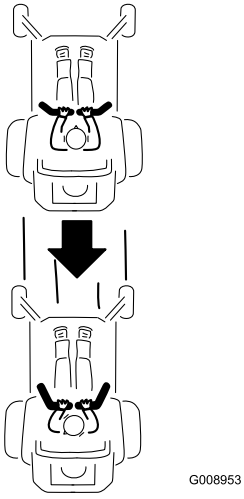

Figura 15
2. Para recuar, olhe para trás de si e para baixo, enquanto lentamente puxa as alavancas de controlo do movimento para trás (Figura 15).
Para andar direito, aplique pressão igual em ambas as alavancas de controlo do movimento (Figura 15).